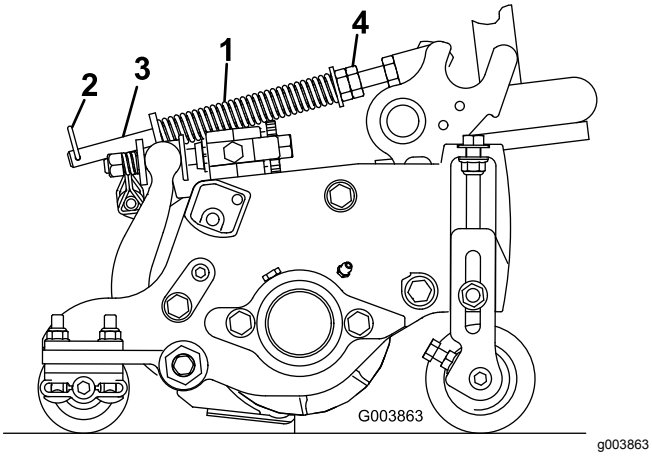

Рисунок 15
Пружина компенсации состояния грунта (Рисунок 15) переносит вес с переднего на задний каток. Это препятствует образованию на грунте волнообразных неровностей (так называемых «волн» или «трясок»).
1. Убедитесь в том, что игольчатый шплинт вставлен в заднее отверстие штока пружины (Рисунок 15).
2. Затяните шестигранные гайки в передней части штока пружины так, чтобы длина сжатой пружины была равна 12,7 см на Reelmaster 5410 (с 5-дюймовыми режущими блоками), или 15,9 см на Reelmaster 5510 (с 7-дюймовыми режущими блоками); см. Рисунок 15.